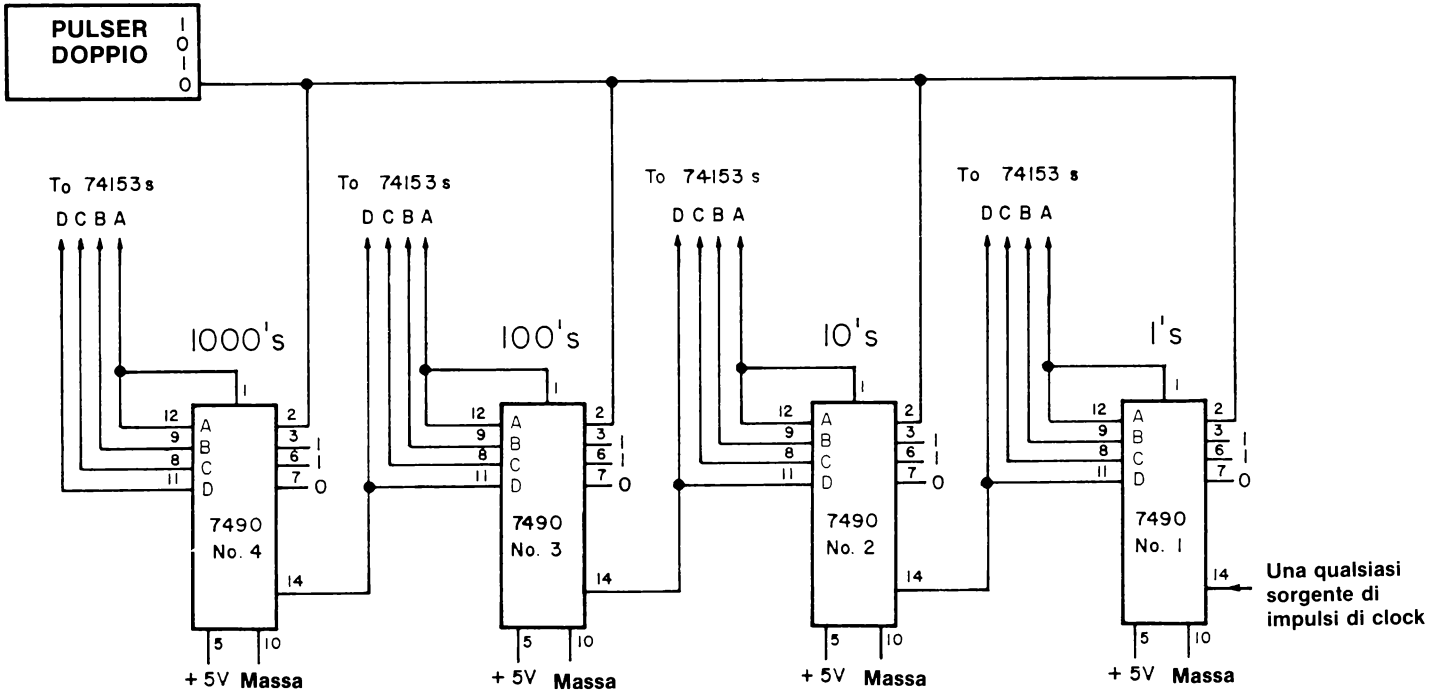

Figura 4-6. Schema per l'Esperimento N. 7. Sono raffigurati i particolari dei collegamenti dei chip 7490. Vedere figura 4-7.
- Uno schema per i quattro contatori 7490 collegati in cascata (figura 4-6)